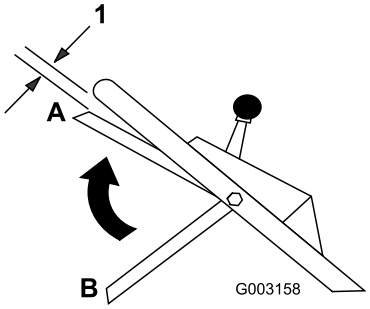

Bild 18
9. Heben Sie den Schaltbügel 2,5 cm unter den Griff an; siehe A-Stellung in Bild 18.